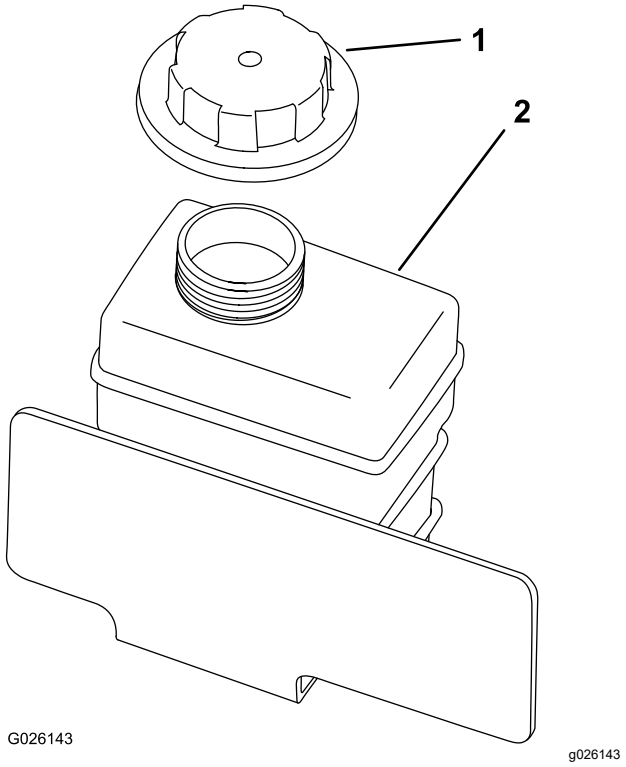

**Figuur 18**
2. Controleer het koelvloeistofpeil in de reservetank (Figuur 18).